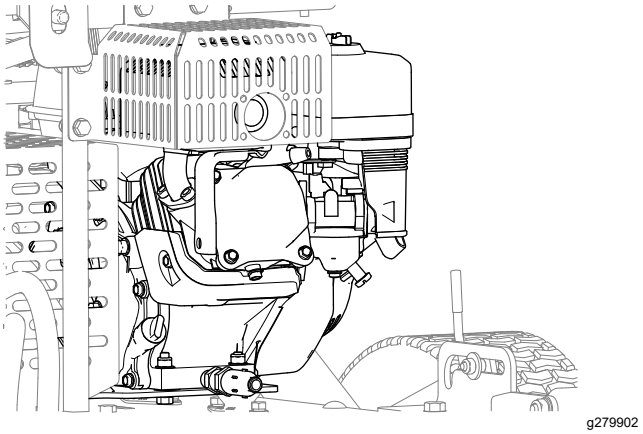

Figura 42
4. Pulite il motore e le alette di raffreddamento del motore da sporco e detriti (Figura 42).